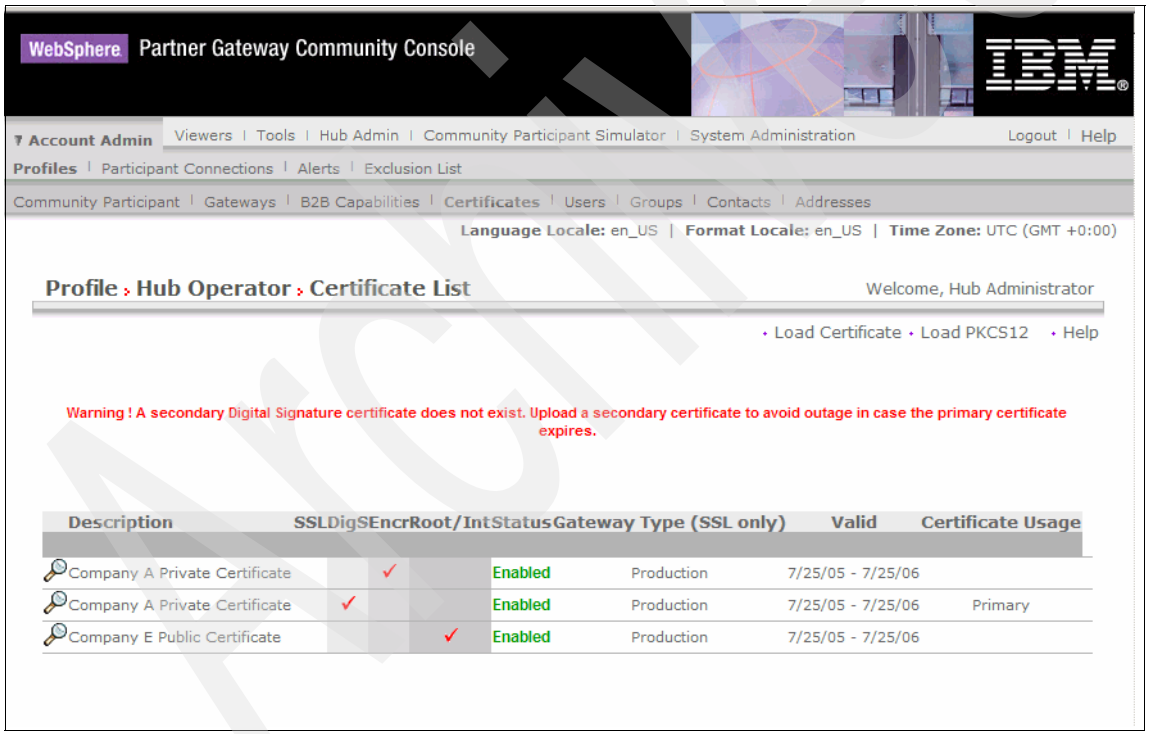

Figure 12-29 Company A Hub Operator certificate view
4. Within the Hub Operator Profile, click **Certificates**. We should see a view similar to (Figure 12-29).